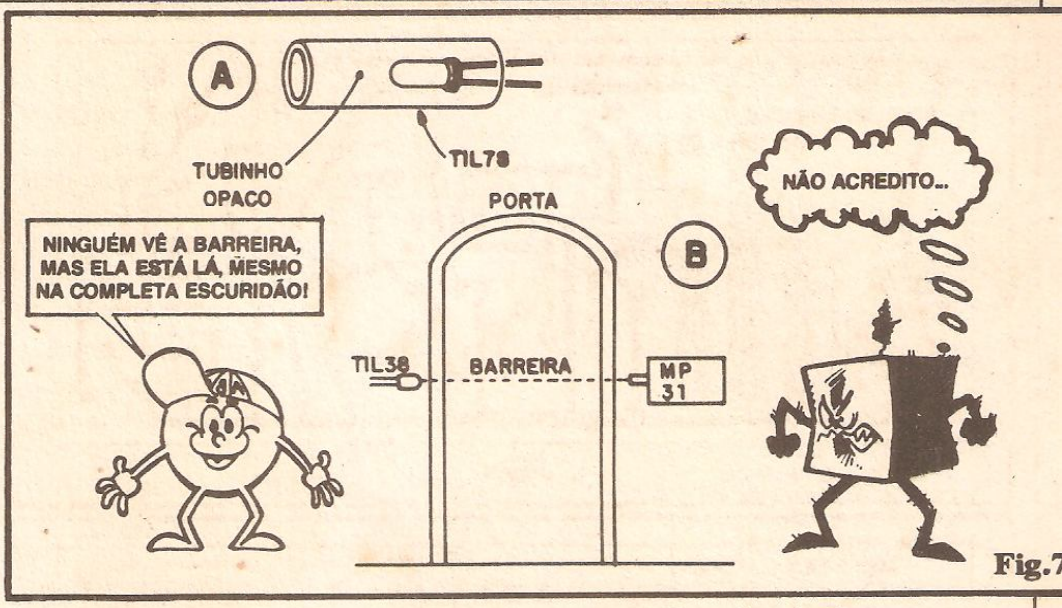

Fig.7
- FIG. 7 - O ESTABELECIMENTO PRÁTICO DA "BARREIRA" - A utilização típica da MP-31 está diagramada na figura... Controlar (fiscalizar...) a passagem de pessoas por uma porta é o ponto alto da aplicação: basta posicionar o conjunto ótico formado pelo TIL38 de um lado (ligado ao circuito "mãe" por um par de fios finos, conforme já foi sugerido) e o TIL78 (agregado elétrica e mecanicamente à própria placa do circuito) do outro, alinhando bem o conjunto (ver fig. 7-B). Para que haja boa direcionalidade no alinhamento e na sensibilidade quanto ao feixe, convém entubar o foto-receptor TIL78 (ver 7-A), bastando para isso embutir o componente num pequeno cilindro opaco e fosco (obviamente com a extremidade frontal "aberta", para que a luz invisível possa entrar...). A respeito das dimensões desse tubinho, observar o seguinte: